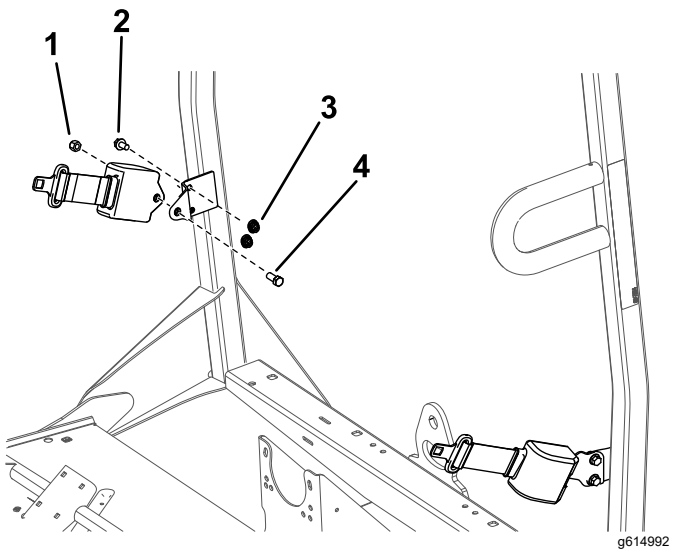

Figur 7
1. Montera ett förankringsfäste för säkerhetsbältet med två skruvar (⅜ tum) och två muttrar (⅜ tum) vid respektive vältskyddsflik (se Figur 7).
2. Montera den utdragbara änden av respektive säkerhetsbältesmontering vid säkerhetsbältenas förankringsfästen med en skruv (7/16 tum) och mutter (7/16 tum) (Figur 7).